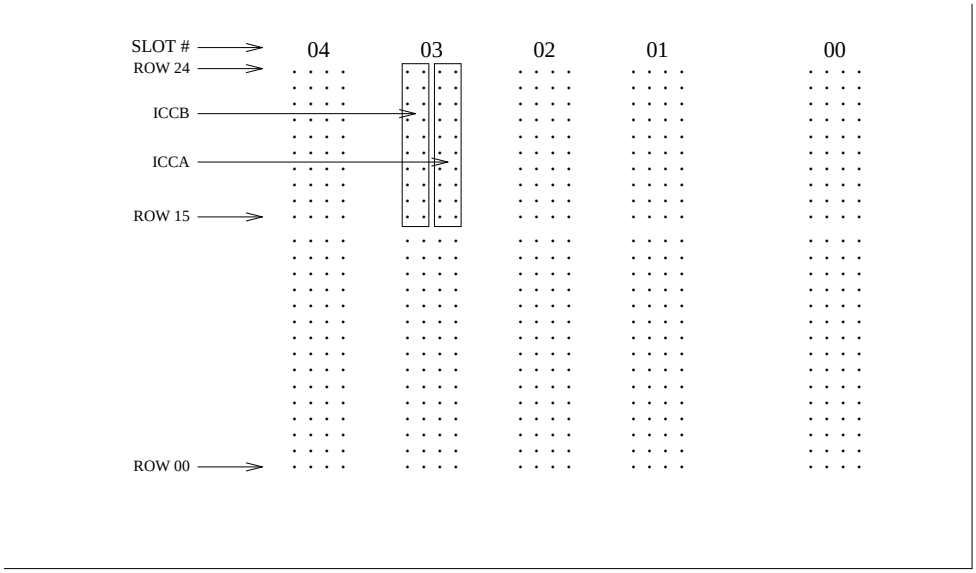

Figure 3-39. ICC Connections for Port Carrier
12. Connect the ICC cables (H600-204 G1) to the ‘‘B’’ carrier using Table 3-10 and Figure 3-39. Although there is no marking on the ‘‘B’’ carrier for the pin-field block used, connect the cables to the pin-field block associated with slot ‘‘03.’’ Orient the cables to coincide with the installation on the ‘‘A’’ carrier, the left half to the left half and the right half to the right half with the dark red, blue, or purple stripe (depending on the supplier) on the bottom.